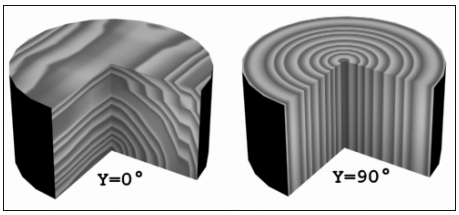

Fig.9.60
- **Angle** : contrôle l'orientation du grain. L'angle par défaut est de 0 pour les axes des X, des Y et des Z. En modifiant l'orientation du grain par une rotation autour d'un axe donné, vous obtenez un effet de rendu différent. Dans le cylindre de la figure 9.60, l'axe des Y est défini à 90. Le grain pivote de 90 degrés autour de l'axe des Y de façon à ce qu'il soit le long de l'axe des Z.